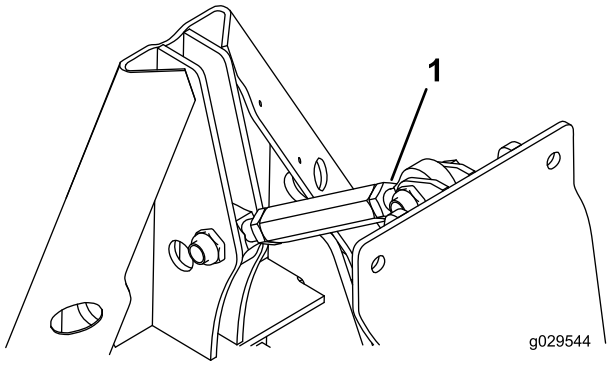

Rysunek 34
1. Poluzuj nakrętki zabezpieczające na łączniku gwintowanym (Rysunek 34).
2. Obracaj rurką sześciokątną, aż ustawiony zostanie pożądany kąt (Rysunek 34).
3. Dokręć przeciwnakrętkę, aby zablokować regulację (Rysunek 34).